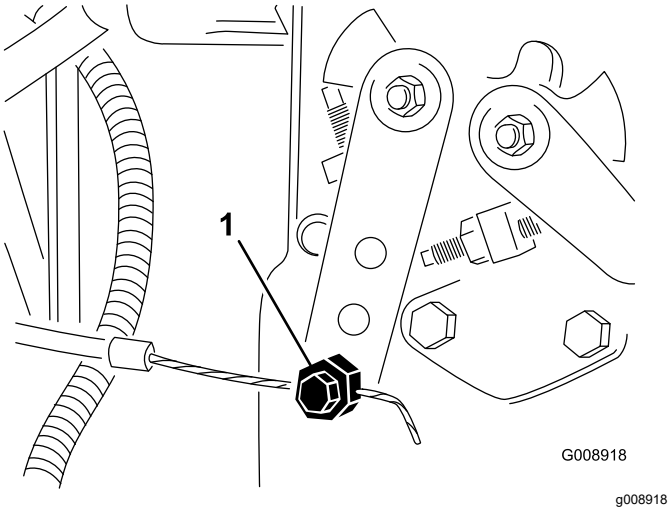

Figuur 87
4. Maak de klem van de gaskabel op de hefboomarm van de injectiepomp los (Figuur 87).